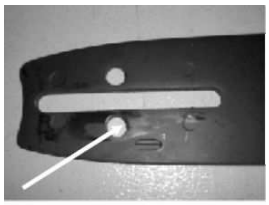

Рис.13
• Убедитесь, что натяжитель попал в отверстие шины (рис. 13).